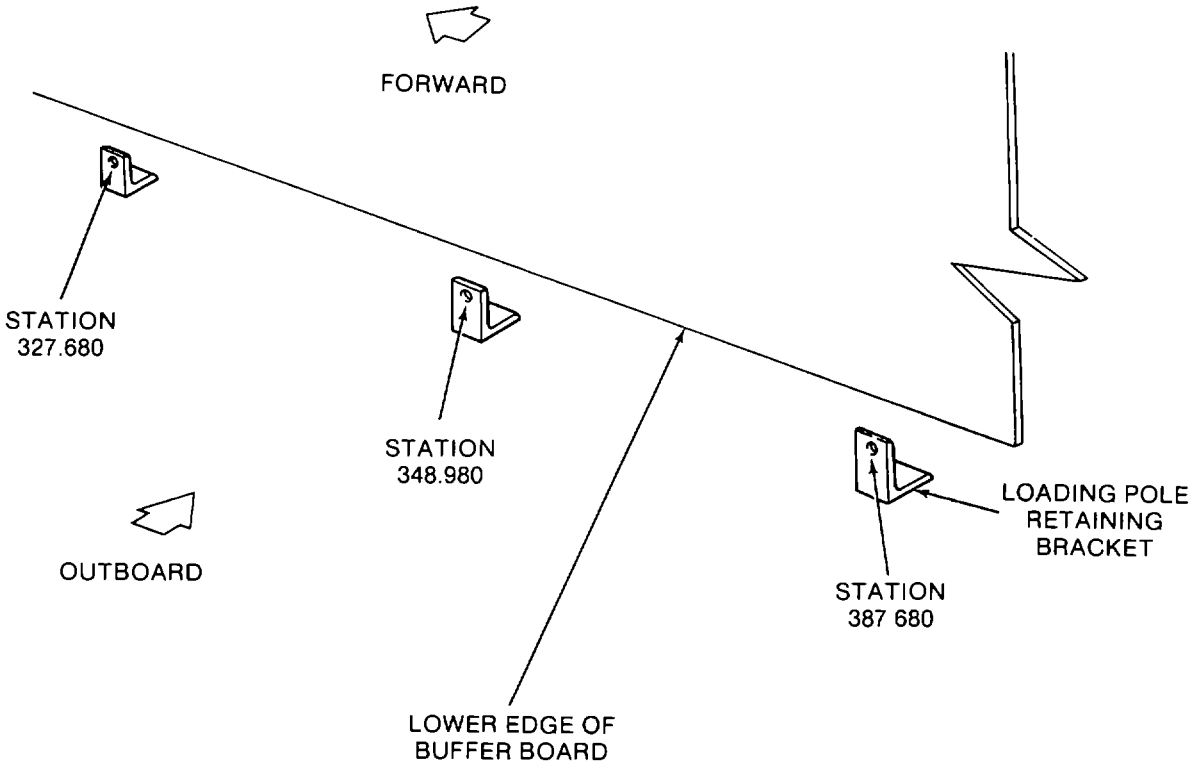

**Figure 2-1. Loading Pole Retaining Bracket Locations**
(1) Remove loading pole retaining brackets located at stations 327.680, 348.980 and 387.680 on right-hand side of aircraft (Figure 2-1) and discard brackets.